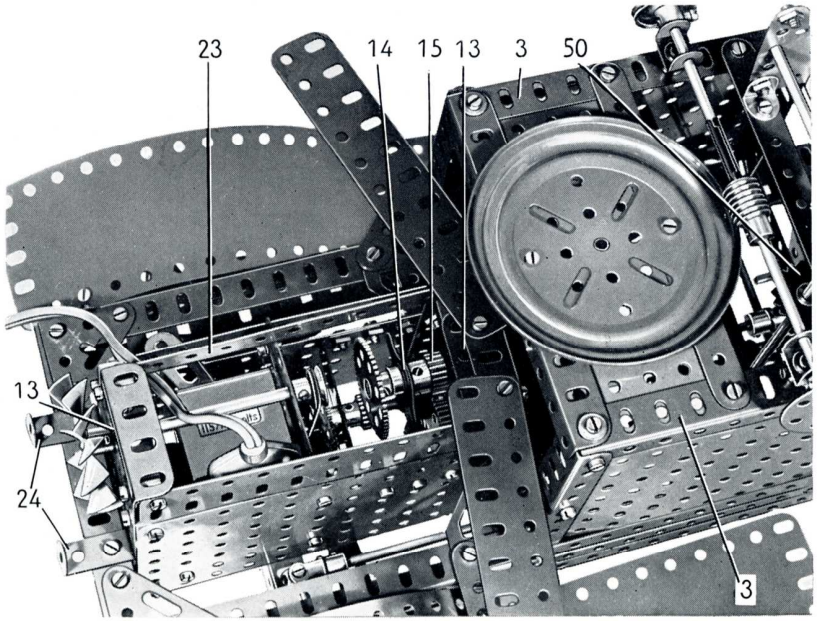

FIG. 5 *Les plaques qui constituent le capot du moteur ont été écartées de façon à montrer les détails du train réducteur et de l'entraînement du ventilateur.*
L'un des côtés de l'ensemble-moteur est une plaque sans rebords de 14×9 cm. et l'autre est formé par une plaque sans rebords de 14×6 cm. et par une bande de 11 trous. Les extrémités sont des plaques à rebords de 9×6 cm. et celle qui se trouve à l'arrière est réunie aux côtés par des cornières de 7 trous. La plaque à rebords avant est fixée sur des équerres boulonnées sur les côtés. Un moteur électrique universel est fixé par ses rebords sur l'un des côtés de l'ensemble-moteur (fig. 5) et son levier de commande fait saillie entre la bande de 11 trous et la plaque sans rebords de 14×6 cm.
Un pignon de 15 dents monté sur l'arbre du moteur électrique entraîne une roue de 60 dents fixée sur une tringle de 5 cm. qui passe dans une bande coudée de 60×25 mm. et dans une de 60×12 mm. boulonnées entre les côtés de l'ensemble-moteur (fig. 5). Une embase triangulée plate (14) est fixée sur la bande coudée de 60×12 mm. Une courroie de transmission passe sur l'extrémité de la tringle de 5 cm. où elle est tenue par une bague d'arrêt, et elle entraîne une poulie de 12 mm. montée sur l'axe du ventilateur qui est constitué par une tringle de 9 cm. qui passe dans l'équerre-cornière avant (13) et dans une poutrelle plate de 5 trous boulonnée sur le moteur électrique.
L'ensemble-moteur est boulonné sur les rebords de deux équerres renversées de 25 mm. (24) (fig. 5) et il est également soutenu de chaque côté par une embase triangulée plate (25) (fig. 3). Ces embases sont fixées sur des équerres boulonnées sur la bande coudée supérieure (18). Le carter de l'embrayage est soutenu par des équerres de 25×25 mm. boulonnées sur les rebords de la bande coudée (19) et fixées sur des bandes de trois trous boulonnées sur le châssis.